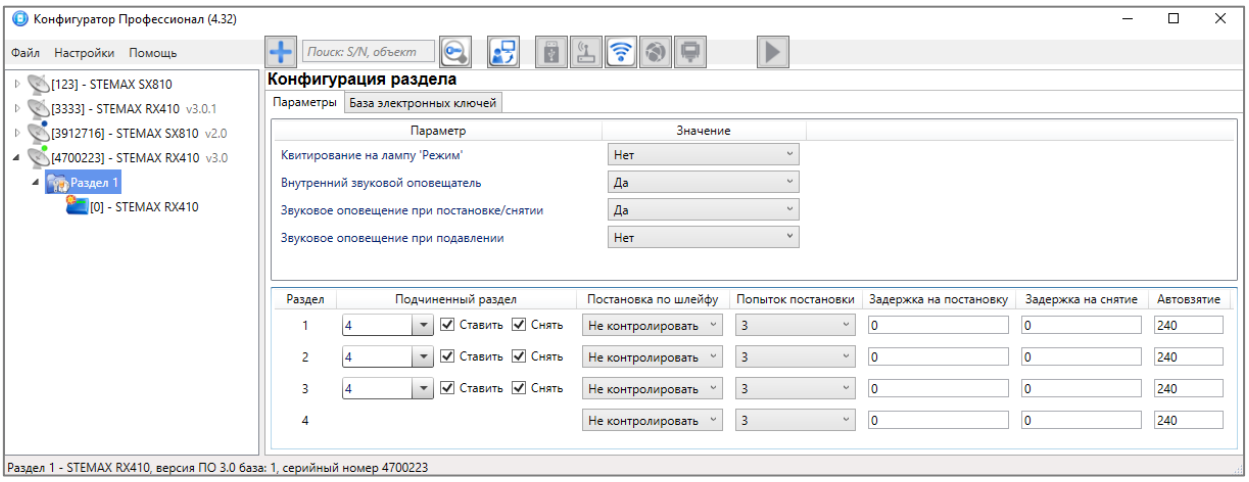

Рисунок 4.27 — Пример 1
**1** В офисном здании, есть общее помещение (холл или коридор), через которое проходят все сотрудники находящихся в этом здании трех организаций. Из этого помещения они входят в свои офисы. Удобно использовать следующую схему настройки разделов: каждый из офисов (разделы 1—3) назначается главным разделом, а общее помещение (раздел 4) назначается подчиненным разделом. Подчиненный раздел будет ставиться на охрану только после того, как на охрану поставлены все главные разделы. В конце рабочего дня сотрудники, уходя, будут ставить свои офисы на охрану; когда последний уходящий сотрудник поставит на охрану свой офис, подчиненный раздел также встанет на охрану. На следующее утро, когда первый пришедший сотрудник снимет с охраны свой офис, подчиненный раздел автоматически снимется с охраны. Настройка, соответствующая этому примеру, показана на иллюстрации (см. рисунок 4.27).